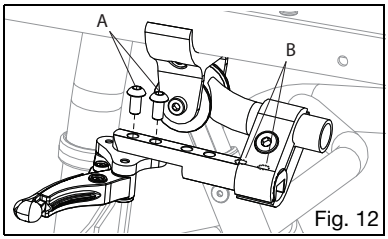

Fig. 12
5. Para un ajuste adicional, el brazo del seguro de la rueda se puede mover a lo largo de los diferentes grupos de agujeros en la barra del seguro de la rueda. Use una llave Allen de 4 mm para quitar los dos pernos (Fig. 12:A), luego mueva la barra a la nueva posición y vuelva a instalar los pernos. Dos de los agujeros (Fig. 12:B) se muestran como líneas punteadas porque la abrazadera obstruye su vista.